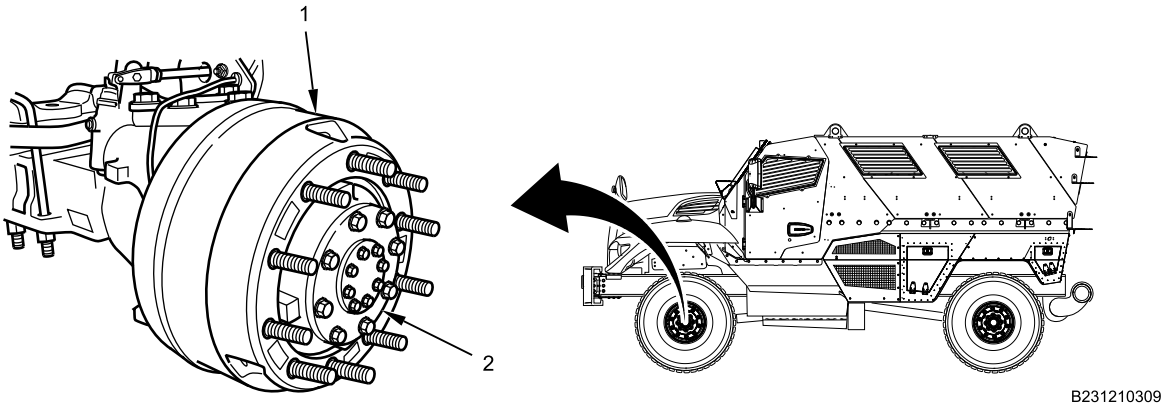

Figure 1. Front Brake Drum.
1. Strike front brake drum (Figure 1, Item 1) with dead blow hammer to loosen from hub assembly (Figure 1, Item 2).
2. With assistant, remove front brake drum (Figure 1, Item 1) from hub assembly (Figure 1, Item 2).